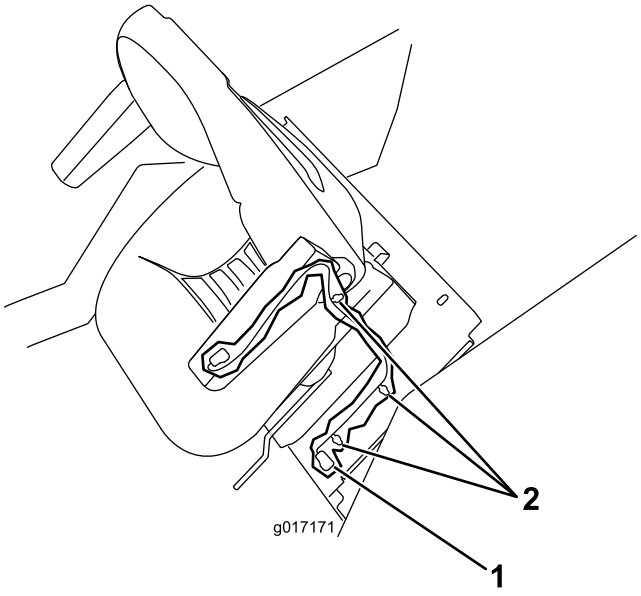

Figur 1
4. Frakobl sædets kontaktledning fra traktionsenhedens ledningsnet (Figur 1).
5. Fjern eventuelle clips til ledningsnet eller kabelbånd, der fastgør sædets ledningsnet til sædepladen (Figur 1).